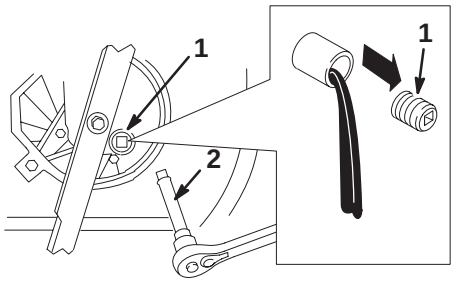

Bild 24
5. Entfernen Sie die Ölablassschraube und stellen den Rasenmäher wieder in seine Betriebsstellung. Lassen Sie dann das Öl in das Gefäß ablaufen (Bild 24).